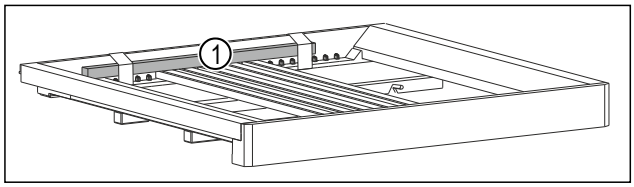

*Fig. 7 **
▶ Odstraňte dřevěnou tyč *Fig. 7 (1)*.*